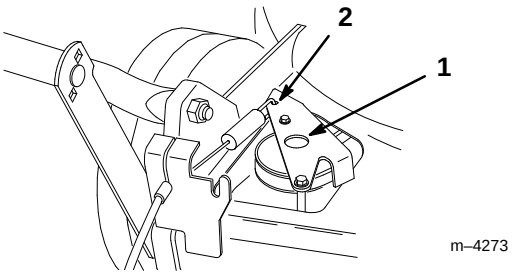

Afbeelding 27
4. Duw de drijfbeugel omlaag totdat hij tegen de grasmaaier aankomt, en houd hem in die stand (Afb. 27).